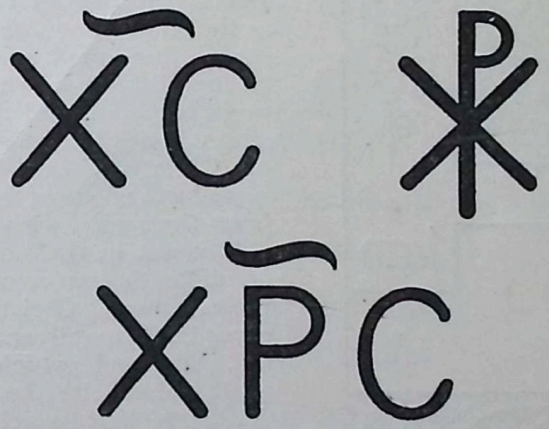

Fig. 11.
The monograms of the name CHRIST are formed in a similar manner, from the first two and last letters of that name in Greek (ΧΡΙΣΤΟΣ), or, as is most usual, from the first two letters only (XP), or the first and last letters with the sign of contraction over them. The best forms of these monograms are given in Fig. 11. With all the monograms of our Lord's name, the Alpha (A) and Omega (Ω) may be grouped.